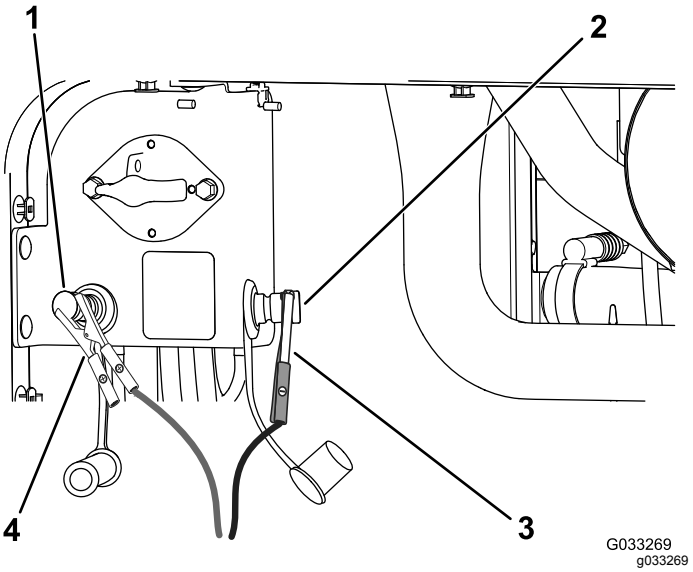

Figur 116
4. Anslut plusstartkabeln (+) till plusstartpolen (Figur 116).
5. Anslut minusstartkabeln (−) till minusstartpolen (Figur 116).
7. När motorn startar ska den andra personen koppla bort minusstartkabeln (−) från minusstartpolen och sedan koppla bort plusstartkabeln (+) (Figur 116).